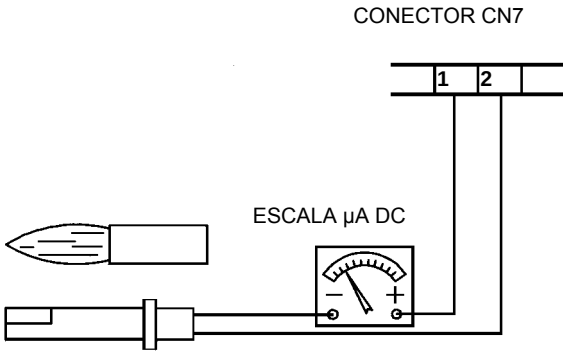

Fig. 56
- Examen y limpieza cuidadosa de la fotoresistencia de control de llama, si fuera necesario sustituirla. En caso de duda verificar la señal de encendimiento de la célula, después de haber puesto en funcionamiento el quemador, siguiendo el esquema en Fig. 56;
Para medir la señal de detección seguir el esquema de la Fig. 56. Si la señal no entra en el umbral de los valores indicados, verificar los contactos eléctricos, la limpieza de la cabeza de combustión, la posición de la fotorresistencia y eventualmente sustituirla.